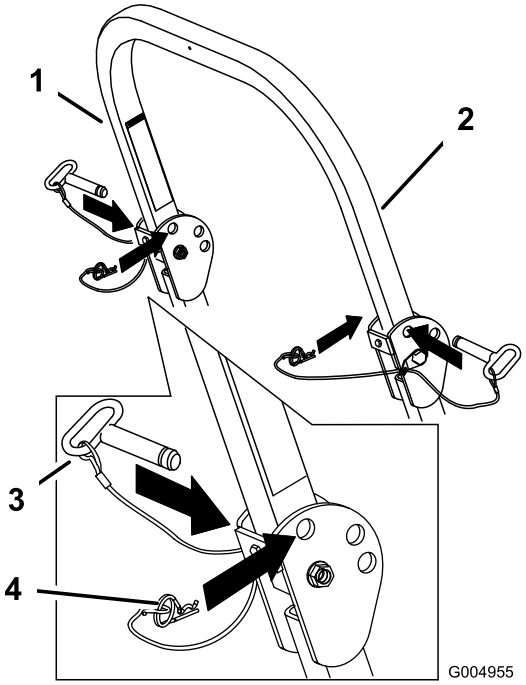

Figuur 8
1. Maak de R-pennen los en verwijder de twee pennen (Figuur 8).
3. Plaats de twee pennen en zet deze vast met de R-pennen (Figuur 8).
4. Om de rolbeugel omhoog te klappen, moet u de R-pennen losmaken en de twee pennen verwijderen (Figuur 8).
5. Klap de rolbeugel omhoog, plaats de twee pennen en zet deze vast met de R-pennen (Figuur 8).